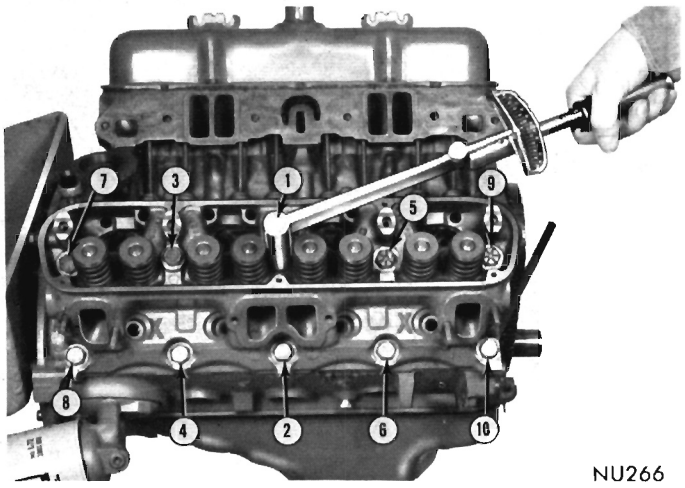
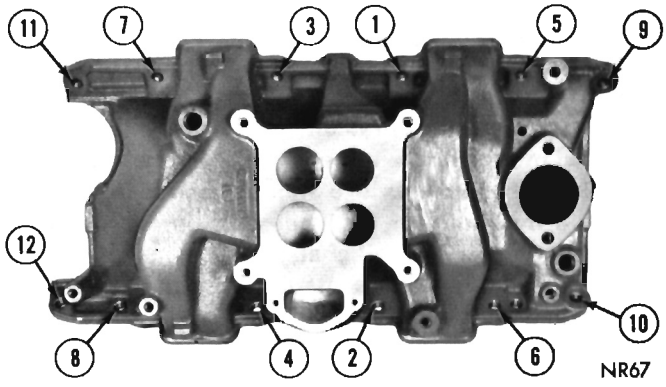

Fig. 10—Cylinder Head Tightening Sequence
Fig. 11—Intake Manifold Tightening Sequence (Typical) 340 Cubic Inch Shown
(1) Clean all gasket surfaces of cylinder block and cylinder heads.
(2) Inspect all surfaces with a straightedge if there is any reason to suspect leakage.
(3) Coat new gaskets lightly with number 1057794 Sealer and install on cylinder block.
(4) Remove cylinder heads from holding fixtures Tool C-3626 and place heads on engine.
(5) Install cylinder head bolts. Starting at top center, tighten all cylinder head bolts to 50 foot-pounds in sequence, as shown in Figure 10. Repeat procedure, retighten all cylinder head bolts to 85 foot-pounds **on 273-318 Cubic Inch Engine and 95 foot-pounds on 340 Cubic Inch Engine.**
(6) Install push rods, rocker arm and shaft assemblies with the "NOTCH" on the end of rocker shaft pointing to centerline of engine and toward front of engine on the left bank and to the rear on right bank, making sure to install the long stamped steel retainers in the number two and four positions, tighten to 30 foot-pounds.
(7) Inspect push rods and replace worn or bent rods.
(8) Coat intake manifold side gaskets lightly with number 1057794 sealer or equivalent and end gaskets with 1316241 sealer or equivalent. Install intake manifold gaskets with the bead down and end seals locked in the tangs of head gasket. Add a drop of sealer in the "V" notches at ends of side seals after installation.
(9) Position intake manifold on engine and install the twelve attaching cap screws "Finger Tight." Tighten cap screws one through four to 25 foot-pounds and tighten remaining cap screws to 25 foot-pounds, in the tightening sequence shown in Figure 11, then retighten cap screws one through four to 35 foot-pounds and follow by retightening the remaining cap screws to 35 foot-pounds in sequence shown.
(10) Install exhaust manifolds with new gaskets, the extended shield is used on left side, tighten to 30 foot-pounds.
(11) Adjust spark plugs to .035 inch gap and install the plugs tightening to 30 foot-pounds.
(12) Install coil wires, heat indicator sending unit wire, heater hoses and by-pass hose.
(13) Install vacuum control hose between carburetor and distributor.
(14) Install accelerator linkage and adjust as necessary.
(15) Install distributor cap and wires.
(16) Install fuel line, alternator and drive belt. Tighten alternator mounting bolt to 30 foot-pounds and adjusting strap bolt to 200 inch-pounds. See Cooling Section on adjusting belt tension.
(17) Place new cylinder head cover gaskets in position and install cylinder head covers. Tighten to 40 inch-pounds.
(18) Install closed crankcase ventilation system.
(19) Fill cooling system and install battery ground cable.